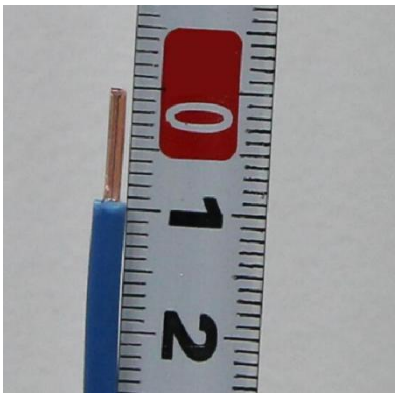

图 9
14、主机箱和插座的接线端的电线剥皮均为 1cm，如图 9。